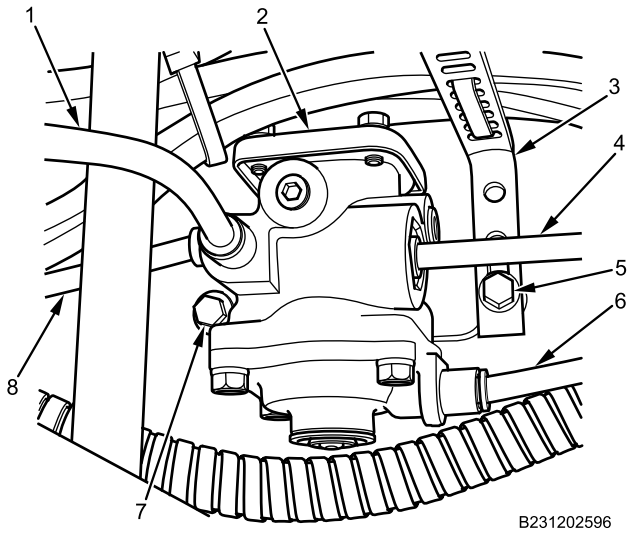

Figure 2. Spring Brake Modulating Valve.
1. Apply corrosion preventive compound to mounting bolts (Figure 2, Item 5 and 7).
2. Position valve (Figure 2, Item 2) and bracket (Figure 2, Item 3). Install mounting bolts (Figure 2, Item 5 and 7) and tighten securely.
3. Connect YELLOW air line (Figure 2, Item 8) on spring brake modulating valve (Figure 2, Item 2).
4. Connect ORANGE air line (Figure 2, Item 6) on spring brake modulating valve (Figure 2, Item 2).
5. Connect YELLOW with BLACK bands air line (Figure 2, Item 4) on spring brake modulating valve (Figure 2, Item 2).
6. Connect GREEN air line (Figure 2, Item 1) on spring brake modulating valve (Figure 2, Item 2).